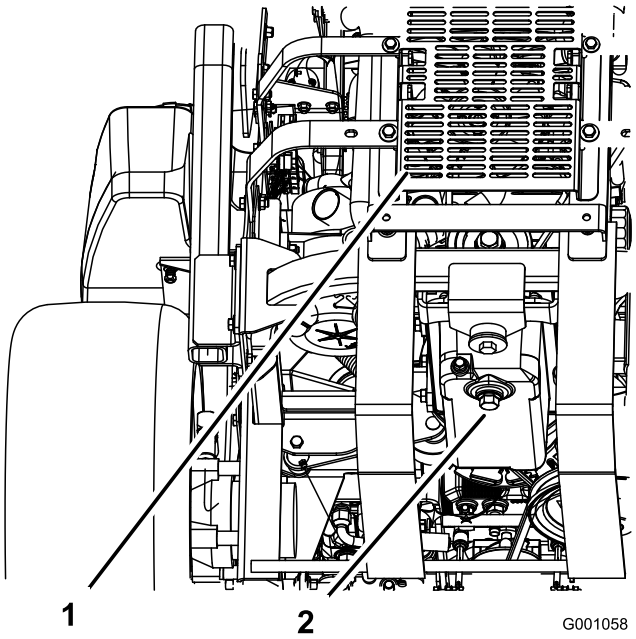

**Figuur 36**
5. Plaats een opvangbak onder de aftapplug. Verwijder de aftapplug en laat alle olie weglopen (Figuur 36).